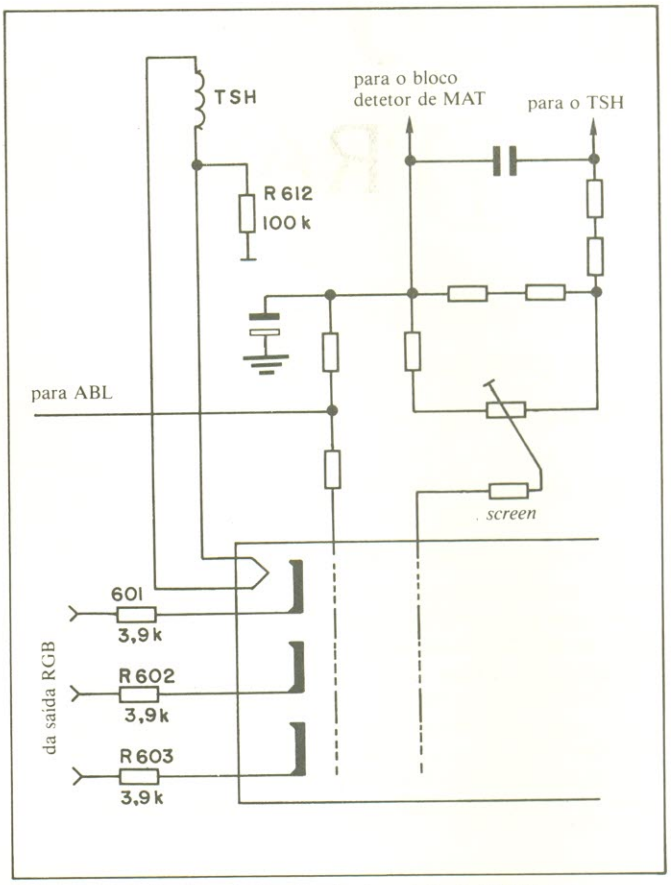

**Fig. 5** — Circuito de polarização do cinescópio do TV Sanyo.
*se constitue também na informação que alimenta o circuito limitador de brilho ou A.B.L. — Q174. A excitação do cinescópio é fornecida pelos catodos, que recebem a informação de vídeo e brilho dos transistores de saída R, G, e B (fig. 5).*